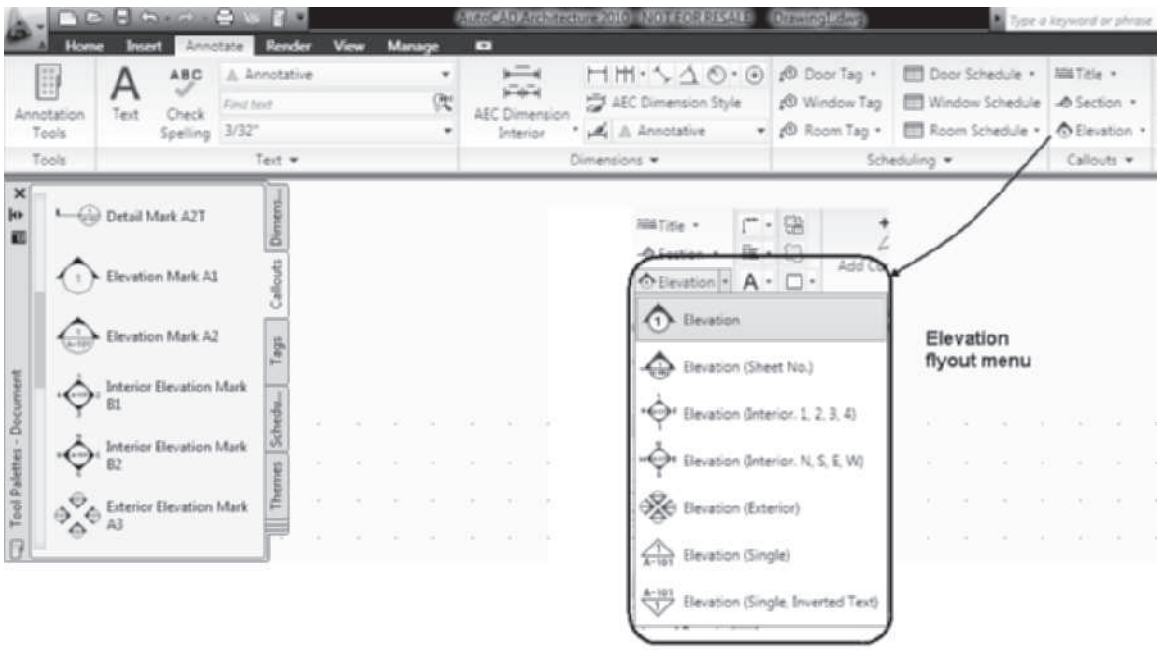

FIGURE 12.3 *Callouts tab of the Document tool palette set*
The model View drawing can include all levels and divisions of the building. After a model View drawing is created, you can open the drawing and place a callout mark. The callout tools, located on the **Callouts** palette of the **Document** palette set and shown in Figure 12.3, include tools for creating the elevation or section within the model drawing or creating additional View drawings for the elevations. The elevation tools of the Callouts palette are also included on the Callout panel of the Annotate tab in the ribbon and listed below:
3. Select **Elevation Mark A1** from the **Callouts** tool palette or the Elevation flyout menu of the Callouts panel in the Annotate tab shown in Figure 12.3 and respond to the workspace prompts as shown below: